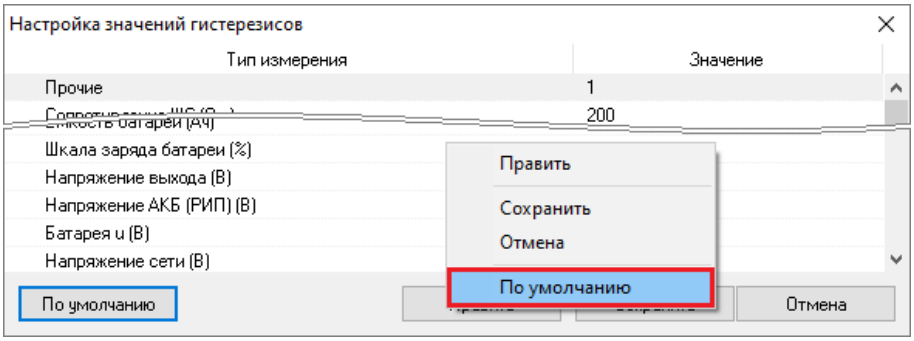

Рисунок 6-244 Возврат к значениям гистерезиса по умолчанию командой "По умолчанию" контекстного меню
– либо вызовите контекстное меню области списка измеряемых параметров и выберите в нем команду «По умолчанию» (см. Рисунок 6-244).